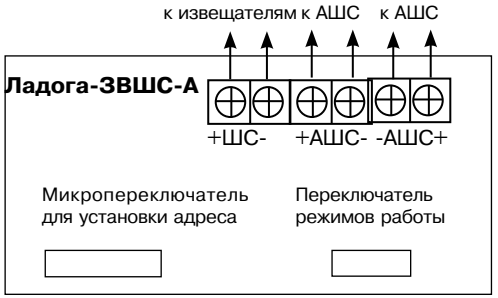

Рис. 6.29
На печатной плате расположены контактные колодки для подключения внешних цепей и переключатели для установки адреса и режимов работы извещателя (рис. 6.29).
- выполните соединения согласно рис. 6.29;